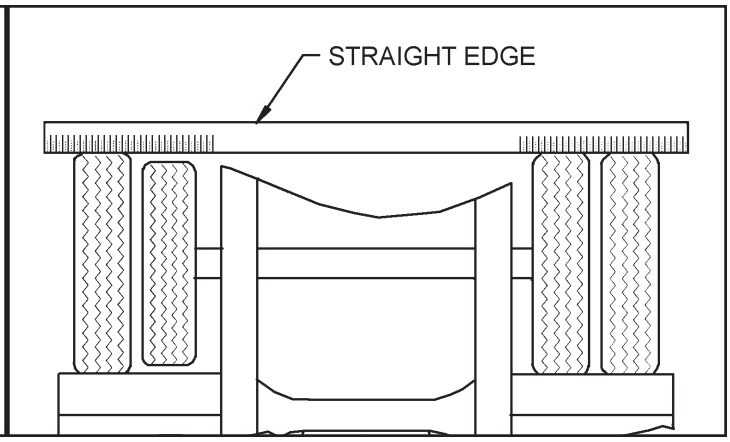

Figure 4-18 Straight Edge Method
b. **Straight Edge or String Method:** (This method cannot be used if tire and wheel assemblies are not mounted on the axle.) Jack trailer up until the wheels are off of the ground. Hold a straight edge against the tires of both ends of an axle. A gap at one tire indicates a smaller tire. A maximum of 1/8" gap is allowed **(See Figure 4-18).**